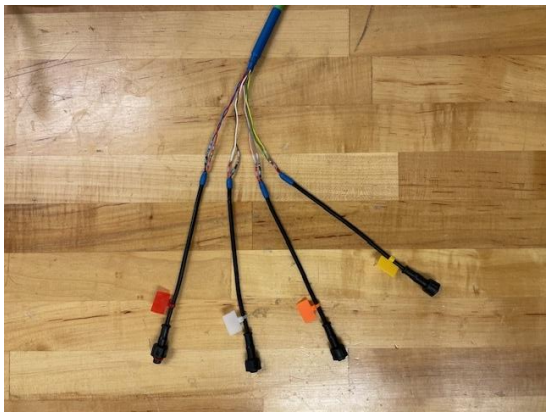

Figure 27 (final 2-pin connectors, w/ zip tie flags)
29. Install a red Zip Tie with a red flag on the 2-pin cable near the 2-pin connector end (ref Figure 27)